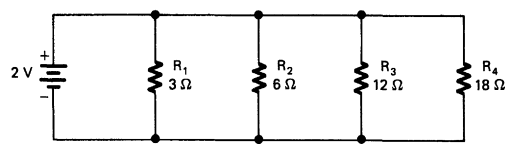

FIGURE 3-3D Circuit with unknown total current.
3. What is the total current in the circuit of Fig. 3-3D?
4. What is the voltage across R_2 in the circuit of Fig. 3-3D? _____
5. What is the total resistance of the circuit shown in Fig. 3-3D? _____